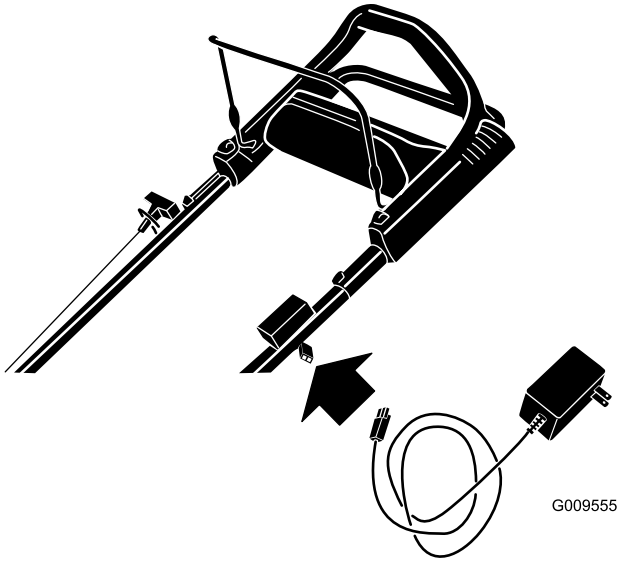

**Figuur 23**
1. Sluit de acculader aan op de kabelboom van de machine die zich onder het contactsleuteltje bevindt (Figuur 23).